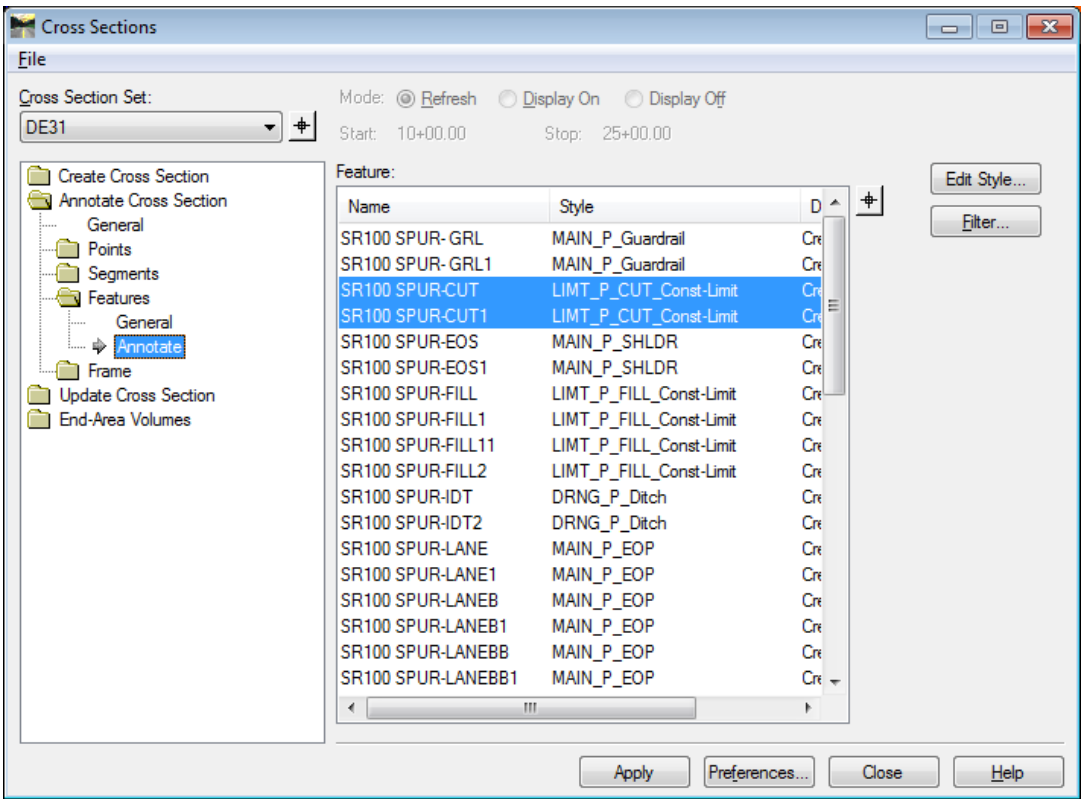
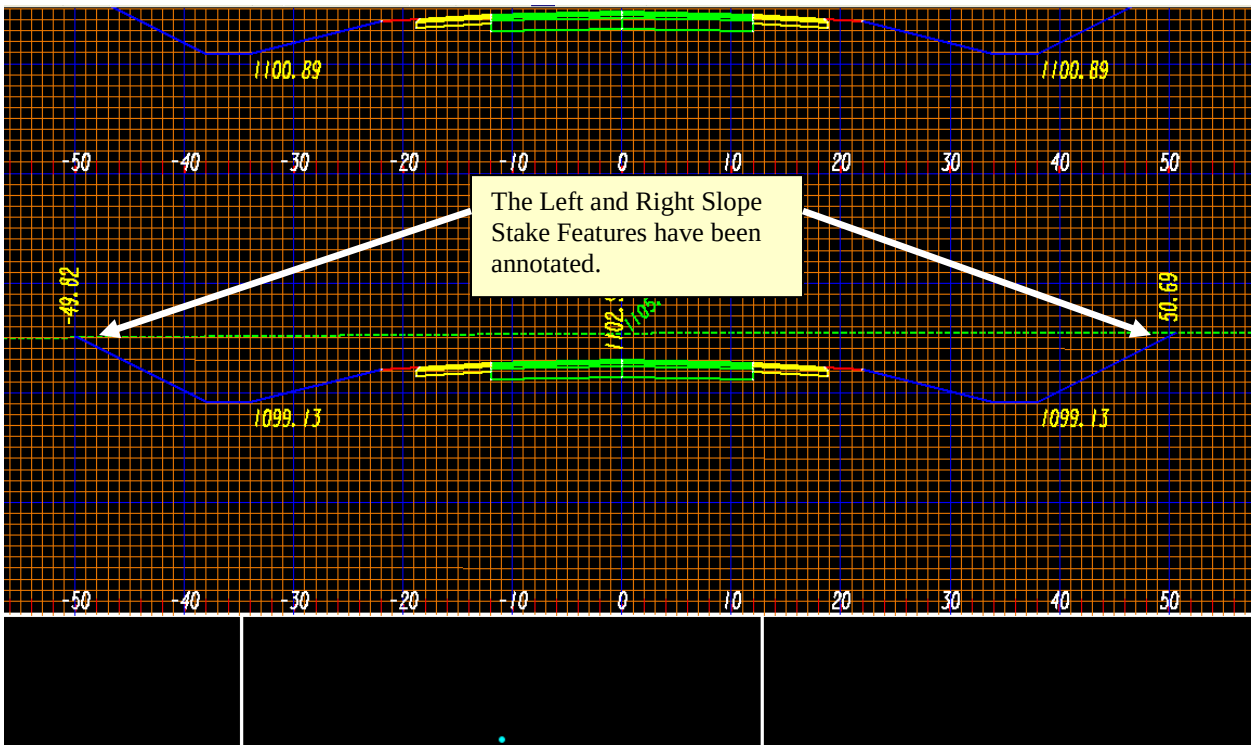

Figure L9-30 Annotate Cross Section
Figure L9-31 MicroStation View Window
43.	**Annotate the Slope Stake Features.** • In the **Annotate Cross Section** folder, ensure your selections match those shown in *Figure L9-30*. • Click **Apply** but do **not** close the **Cross Sections** dialog. • Verify your view in MicroStation matches that shown in *Figure L9-31* and the Slope Stake Offset distances were annotated.